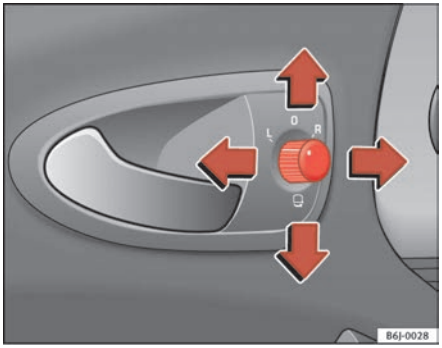

Fig. 64 Controls of exterior mirrors
1. Turn knob ⇒ fig. 64 to position **L** (**left exterior mirror**).
– Turn the control ⇒ page 98, fig. 64 to position to fold in the exterior mirrors. You should always fold in the exterior mirrors if you are driving through an automatic car wash. This will help prevent damage.